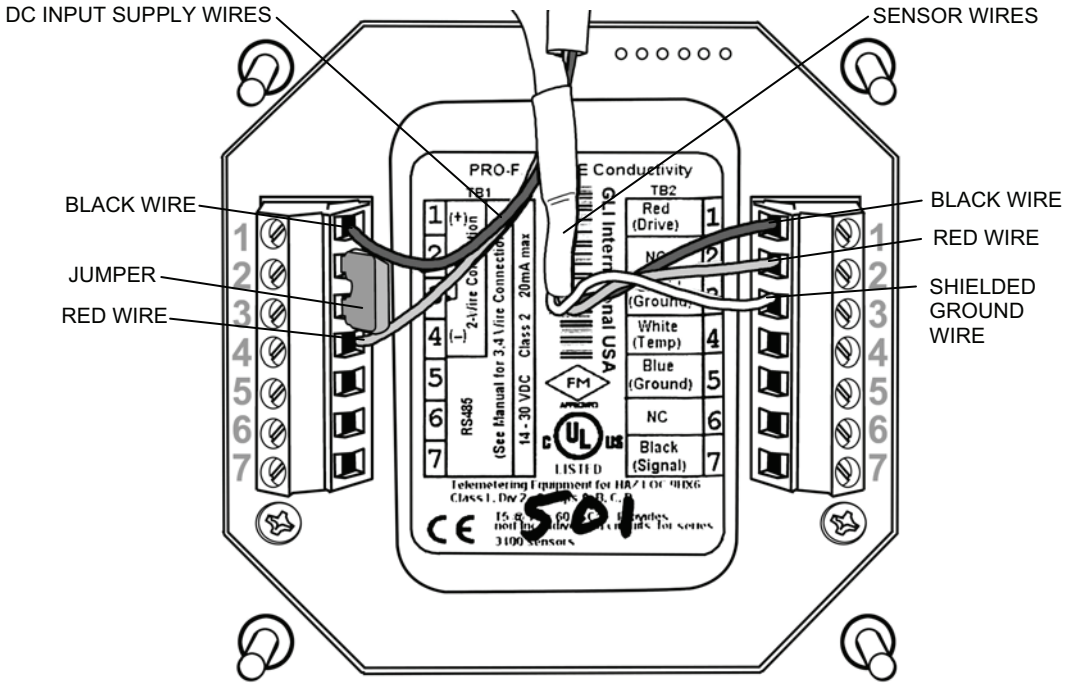

Figure 2. Flow Transmitter Wiring Terminal Designations.
b. Disconnect the DC input supply cable from the back of the transmitter (see Figure 2).
c. Disconnect the sensor cable from the back of the transmitter (see Figure 2).
2. Install the new flow transmitter to the instrument/solenoid panel as follows (see Figure 2):